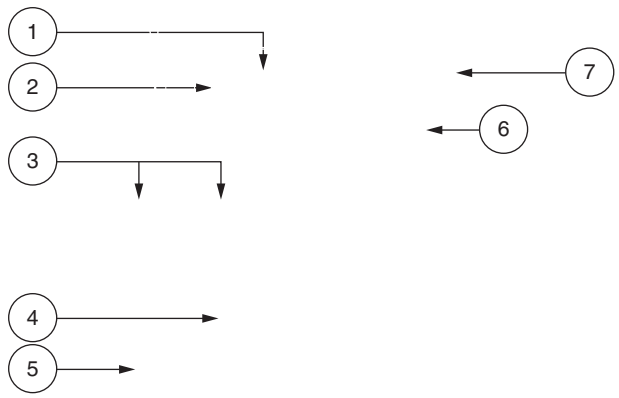

Figure 9. Armrest and Seatback Adjustments
NOTE: The most common configuration of the seat adjustment hardware is shown in figure 9. Your product may be equipped with a different configuration. All configurations operate in a similar manner.
1. Remove the adjusting screws from each seat hinge. **See figure 9.**
1. Locate the adjustment hardware on each side of the armrest receiver bracket. **See figure 9.**
2. Loosen the jam nut. **See figure 9.**
1. Loosen the setscrews on the armrest. **See figure 9.**
3. Loosen the setscrew on the controller bracket. **See figure 9.**
5. Loosen the setscrew on the underside of each armrest. **See figure 9.**